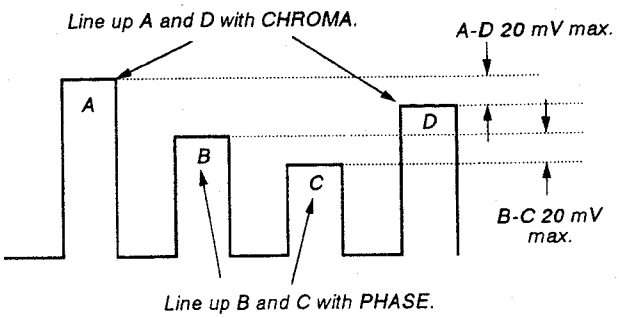

Fig. 19
4) Adjust B-Y PHASE NTSC 443 and CHROMA NTSC 443 NOR so that the tracking is normal and the tops of the waveform line up. (Fig. 19)